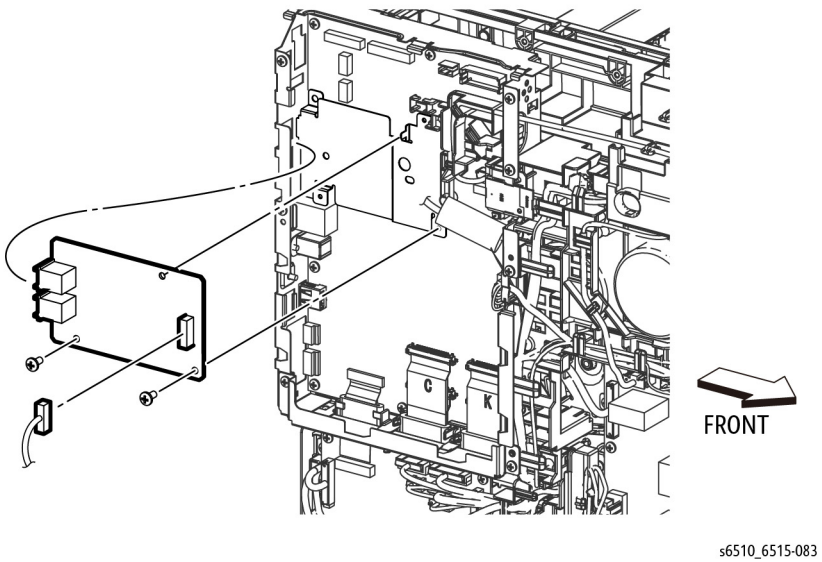

Figure 1 Remove the FAX Board (MFP)
4. Refer to Figure 1 to remove the two screws (silver, M3x6mm) attaching the FAX Board.